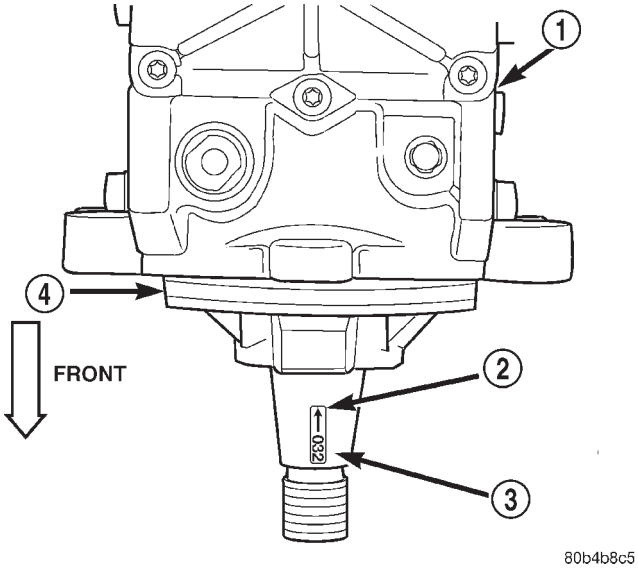
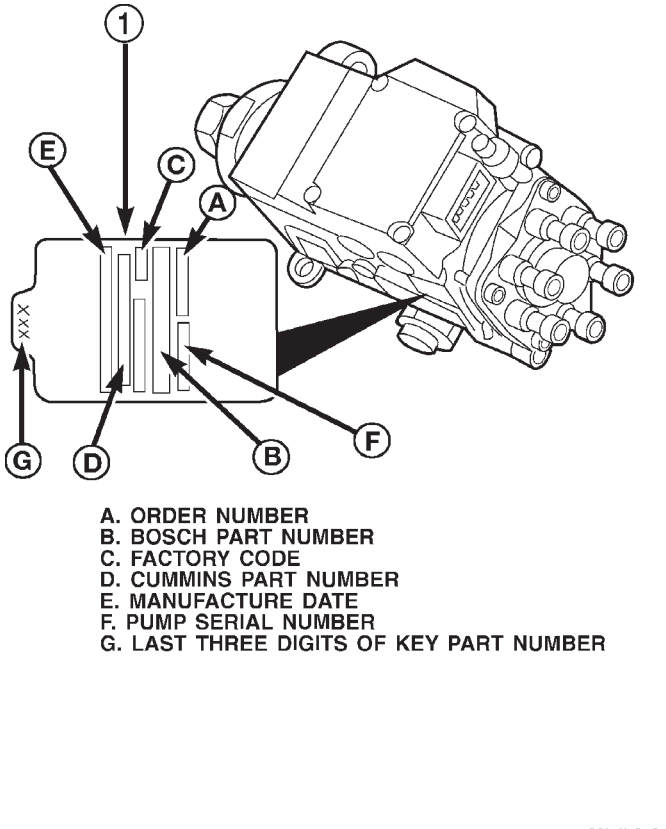

Fig. 28 Pump Keyway, Keyway Arrow and Keyway Number
Fig. 29 Pump Data Plate Location
(4) Use a T-type puller to separate injection pump gear from pump shaft.
(5) Be sure keyway has been installed with arrow pointed to **rear** of pump (Fig. 28).
(6) **Pump timing has been calibrated to pump keyway. Be sure 3–digit number on pump keyway (Fig. 28) matches 3–digit number on fuel injection pump data plate. Plate is located on side of injection pump (Fig. 29). Twenty–one different calibrated keyways/pumps are available.**